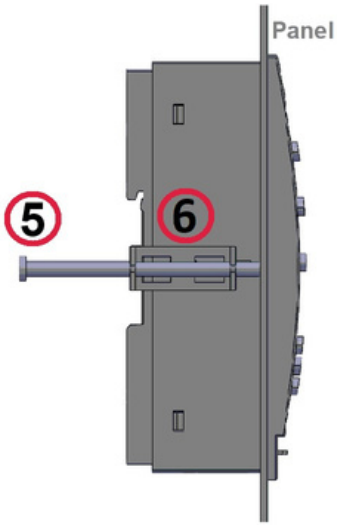

Figure 6: Device Profile
- The device is positioned vertically on the panel, as illustrated in Figure 6 below.
- **The M4 metal YSB screws, 60 mm in length and shown as number ⑤ are inserted and tightened through the dual holes in the handles of the double-pronged metal brackets marked as number ⑥ in Figures 6 & 7, securing the device to the panel with the help of a screwdriver.**